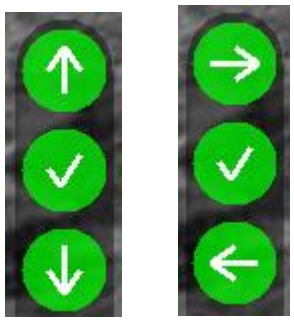

Рисунок 5 – Примеры индикатора назначения кнопок
- **Индикатор назначения кнопок** – индикатор, подсказывающий пользователю назначение каждой отдельной кнопки **(3-5)** при выполнении какого-либо действия в выбранном режиме (см. рис. 5). Данный индикатор появляется **только** в случаях, установленных ПО (например, при вводе выверки прицельной сетки).